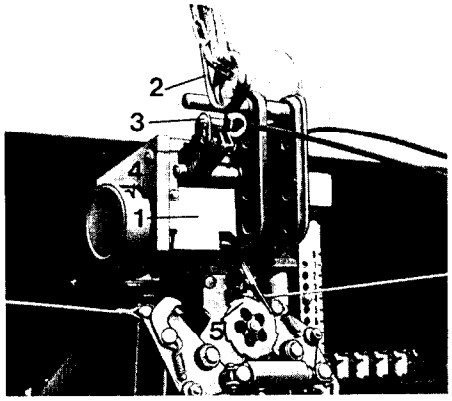
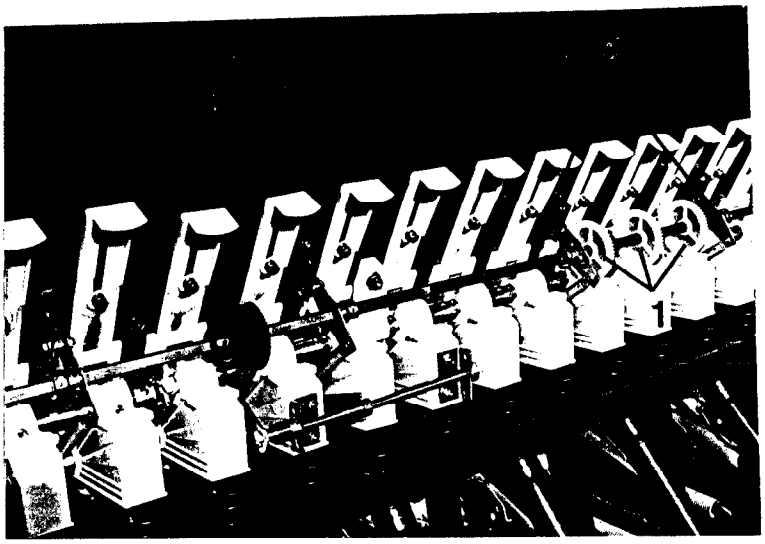

Fig. 48
Fig. 49
Die hydraulisch betätigte Fahrgassenschaltung (Fig. 48/1) der AMAZONE-Sämaschine D 7/30 ist mit dem hydraulischen Schaltautomaten (Fig. 48/5) für die Spuranreißer gekoppelt, so daß beim Umschalten der Spuranreißer durch ein einfach wirkendes Steuerventil auch die Fahrgassenschaltung weiterschaltet.
Über ein Anzeigerad (Fig. 48/4) ist vom Schleppersitz aus zu erkennen, in welcher Schaltstellung der Schaltautomat sich befindet. Sobald die Anzeige "0" zu sehen ist, bleiben die Antriebsritzel (Fig. 49/1) stehen, und die Säräder werden an der Drehung gehindert, so daß von diesen kein Saatgut mehr gefördert wird, damit Fahrgassen entstehen. Ein Schaltrad, das sich im Schaltkasten (Fig. 48/1) befindet, steuert die Reihen, in denen die Fahrgassen angelegt werden.
Bei Beginn der Arbeit ist die Fahrgassenschaltung von Hand durch Ziehen an dem Bedienungshebel (Fig. 48/2) auf die richtige Zahl (Fig. 48/4) im Schaltkasten einzustellen. Diese können Sie anhand der Beispiele für das Anlegen von Fahrgassen unter Punkt 8.8.5. ersehen. Bei Beginn ist auch darauf zu achten, daß der hydraulische Schaltautomat (Fig. 48/5) richtig eingestellt ist und der Spuraneißer auf der gewünschten Seite absenkt.
Sollen keine Fahrgassen angelegt werden, aber mit dem Spuranreißer gearbeitet werden, ist die Fahrgassenschaltung zu blockieren. Die Klemmschraube (Fig. 48/3) wird in dem Langloch so weit verschoben, bis das Schalten am Bedienungshebel nicht mehr möglich ist.
Jetzt darf die Zahl (Fig. 48/4) im Schaltkasten **nicht auf "0"** stehen, da sonst ständig Fahrgassen angelegt werden.
- Seitliche Tragwinkel (Fig. 49/2) von der Saatkastenrückwand lösen.
- Kunststoffantriebsritzel (Fig. 49/1) lösen und die Tragwinkel neben der neuen Fahrgasse an der Saatkastenrückwand befestigen. Eventuell die Saatleitungsrohre in der Trichterschiene umstecken.